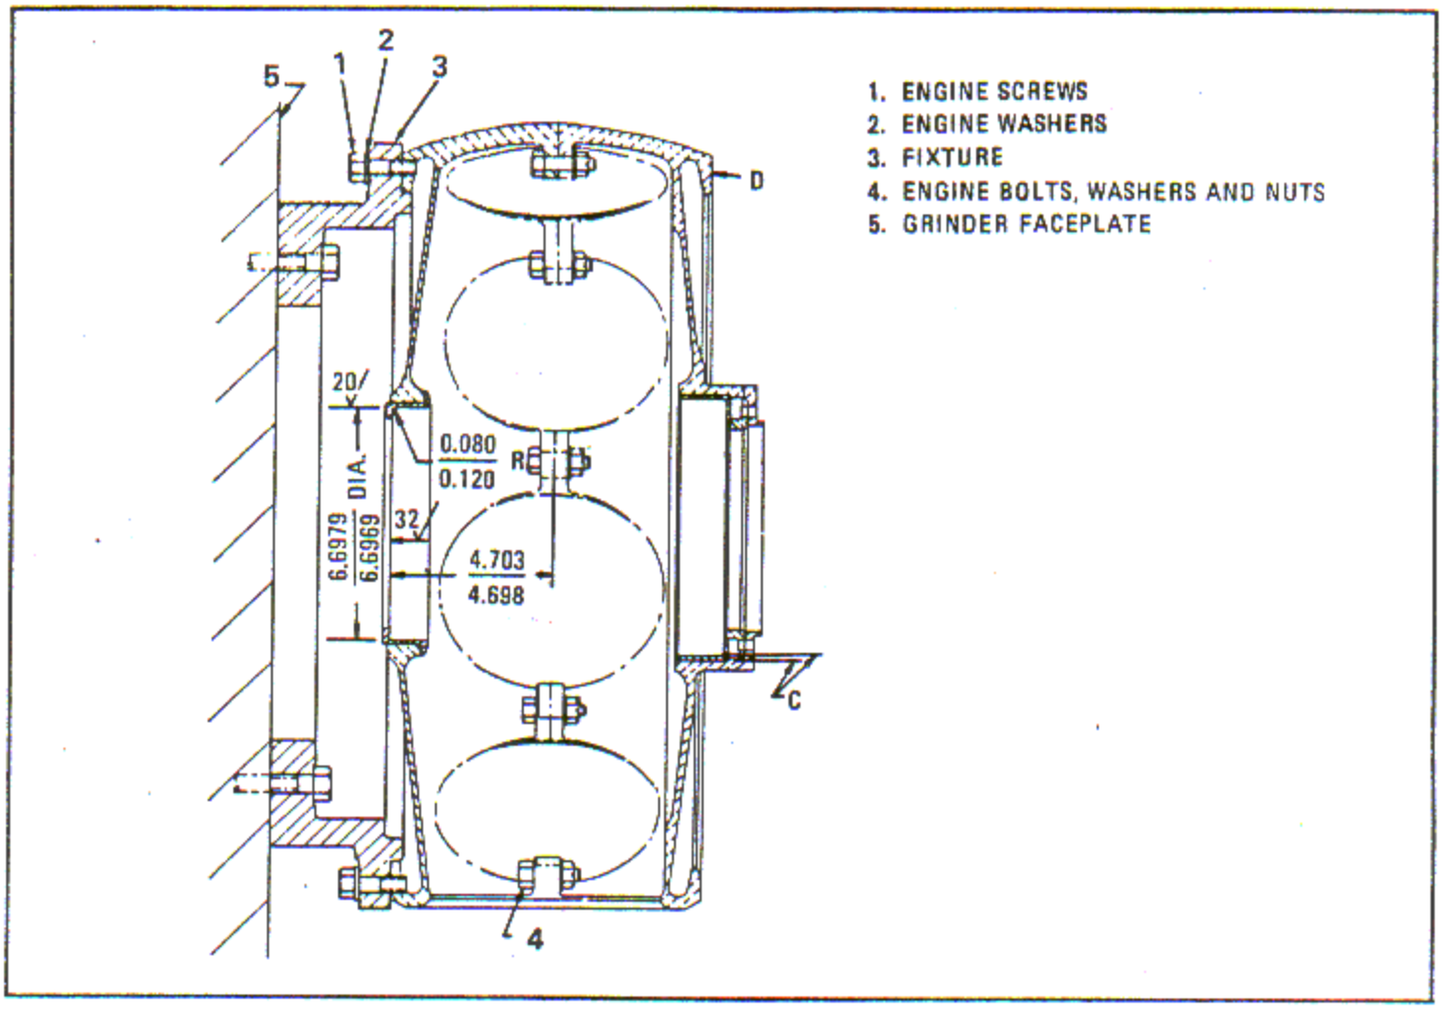

Figure 6-89. Finish Grinding Rear Main Bearing Liner
b. Assemble the crankcase main sections using engine bolts, washers and nuts (4, figure 6-89). Ensure the marked legs mate to each other.
c. Install fixture (3) on a suitable ID grinder and mount the assembled crankcase on the fixture as outlined in paragraph 6-334.